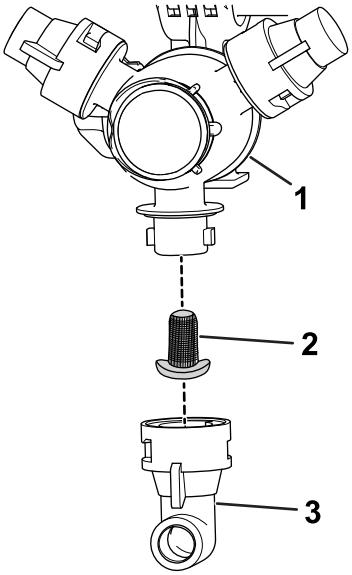

Figuur 61
2. Neem de spuitdop uit de houder Figuur 61
3. Verwijder het oude spuitdopfilter (Figuur 61).
4. Monteer het nieuwe spuitdopfilter (Figuur 61).
5. Monteer de spuitdop op de spuitdophouder (Figuur 61).